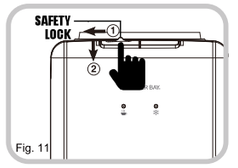

Fig. 11
2. Slide the safety lock to the left side and simultaneously press down the hot water button. (Fig. 11)